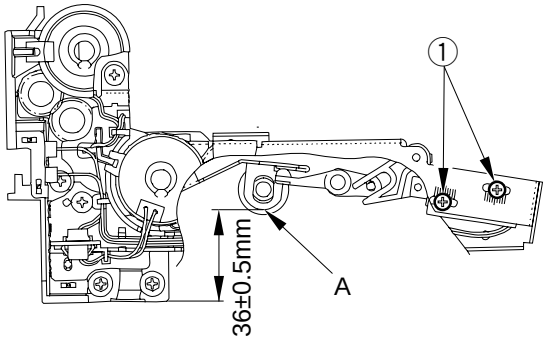

Figure 5-846
As shown in Figure 5-846, adjust the position of the solenoid so that the distance from the bottom of the pick-up assembly and the section A of the roller arm is 36 ±0.5 mm. (Use two screws ①.)